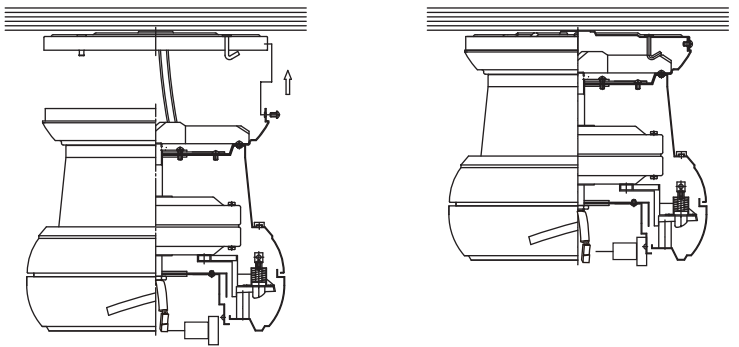

Fig. 5
Paso 1. (Fig. 5) Coloque el ensamblaje del motor sobre la abrazadera de montaje. Alinie los agujeros con los cuatro tornillos de la abrazadera de montaje. Afloje los dos tornillos que se aliniean con los agujeros arranurados y quite los otros dos.
Paso 2. (Fig. 5) Coloque el ensamblaje del motor sobre los dos tornillos de la abrazadera de montaje que aflojo previamente, por medio de los agujeros arranurados.
Paso 3. (Fig. 5) Instale los dos tornillos que quito previamente y apriete bien los cuatro tornillos.